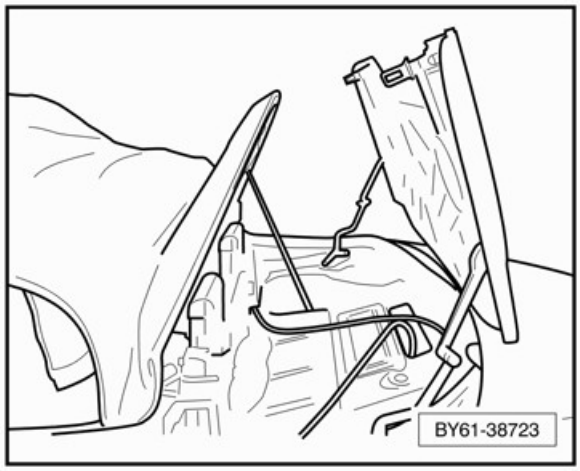

Figure 4
Note: To carry out the following procedures, the power operated roof assembly will have to be positioned partially open in a transient state. With the ignition on any transient roof position will only be maintained for 10 minutes after which a warning will sound prior to the roof assembly gradually folding down as the hydraulic pressure decays. Therefore consideration should be given to supporting the roof system during the following procedure (see Figure 4)
3. With the tonneau cover in the vertical position, support the tension bow with a suitable prop, take care not to damage any trim (see Figure 4)